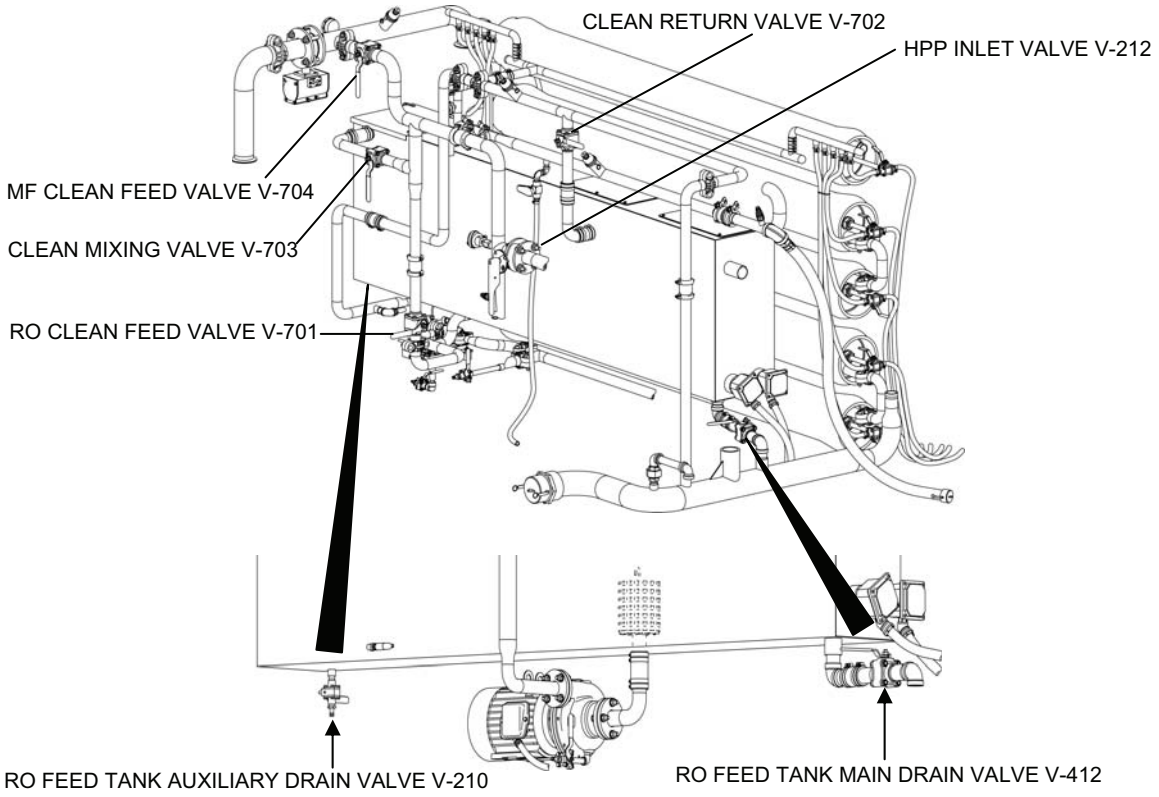

Figure 12. Valves for Preparing Water for RO Preservation.
3. Prepare water for RO preservation as follows (Figure 12):